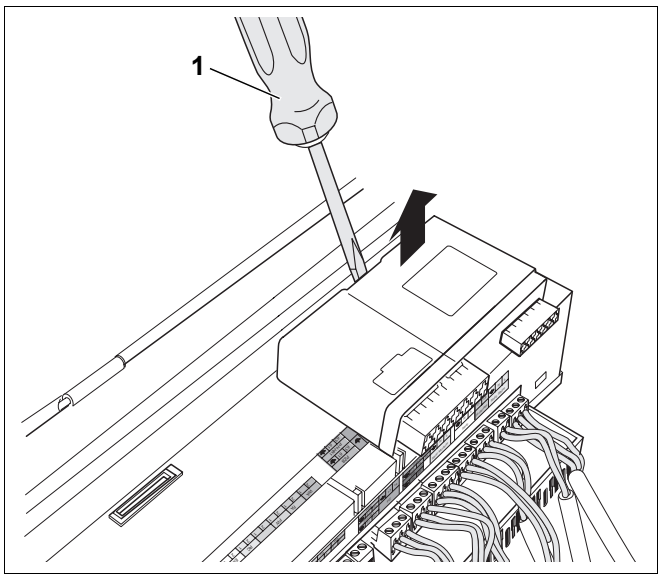

Afb. 4 Functiemodule wegnemen
- Haal de module met een schroevendraaier (afb. 4, **pos. 1**) uit het haakje.
- Trek de voorzijde van de module, in de richting van de pijl, naar boven (afb. 4) en neem de module weg.